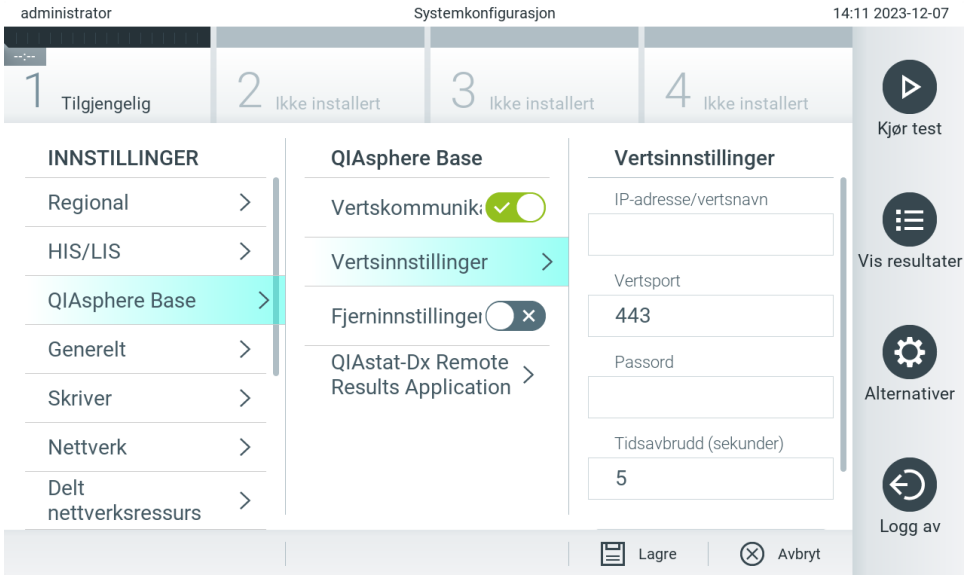

Figur 65. Konfigurere QIAsphere Base-tilkoblingen.
2. Velg **QIAsphere Base** på listen **«Settings»** (Innstillinger) i kolonnen til venstre (figur 65).